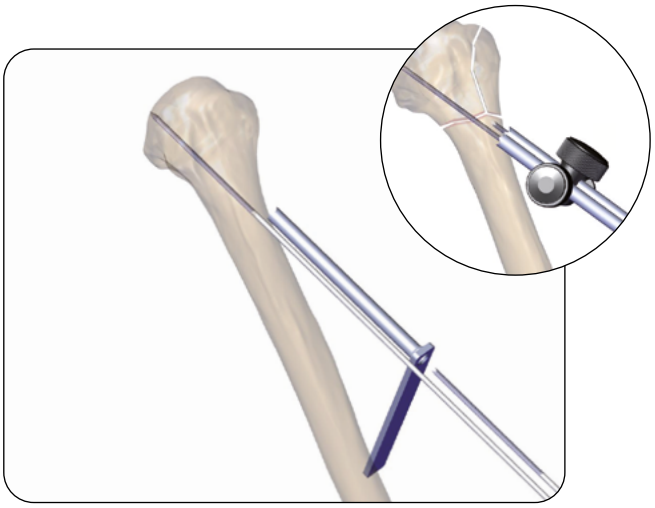

Fig. 12
2) Insira um segundo fio a aproximadamente 1cm do primeiro, o mais paralelo possível para facilitar a aplicação final dos clampes **(Fig. 12)**. O dispositivo de segmentação de fio está disponível como uma opção para ajudar nesta etapa. Os fios foram marcados como uma ajuda para obter a profundidade de inserção correta, reduzindo o uso de intensificação de imagem.